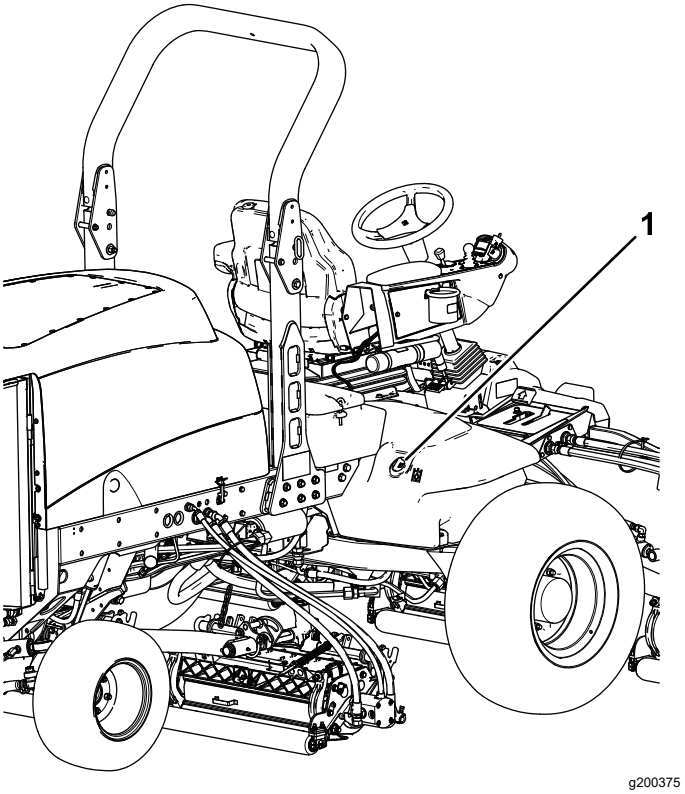

**Figur 117**
2. Rengjør rundt påfyllingshalsen og lokket på tanken for hydraulisk olje (Figur 117).